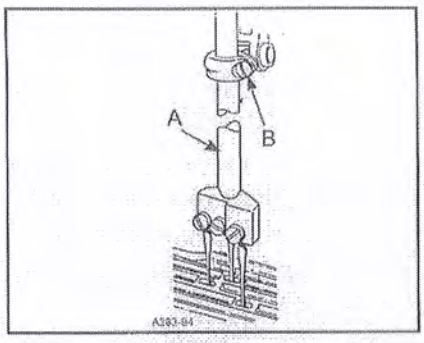

FIG.4
Insert a new set of needles , type and size specified, with screw (B,Fig.4) slightly loosened,lower needle bar(A) and turn needle head as required until the needles are centered in the throat plate needle hole slots . Tighten screw (B)torque to 19-21in. lbs.(2.1-2.4Nm).